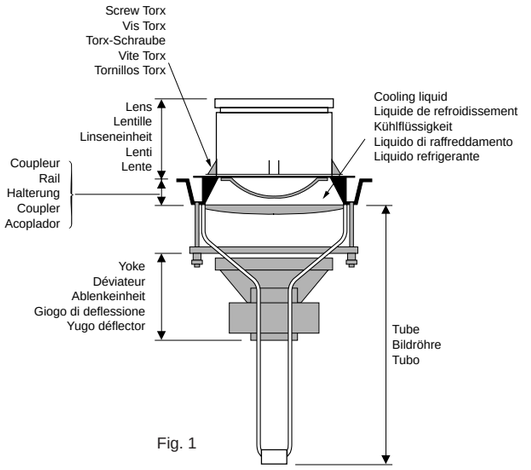

Fig. 1
3. Retirer la lentille avec les vis “Torx” (Fig.1). Si vous changez plus d’un tube, identifiez la couleur du tube pour utiliser la lentille dans la même position, cela afin d’éviter un réajustement optique.